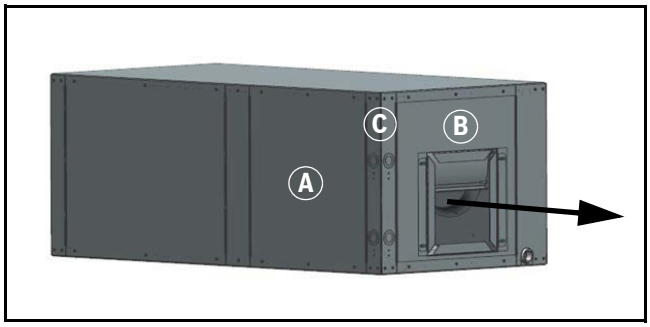
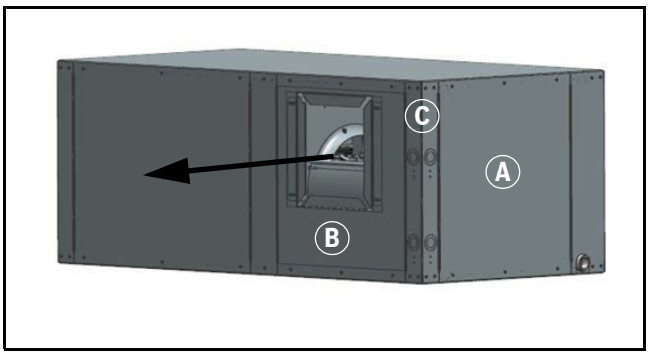
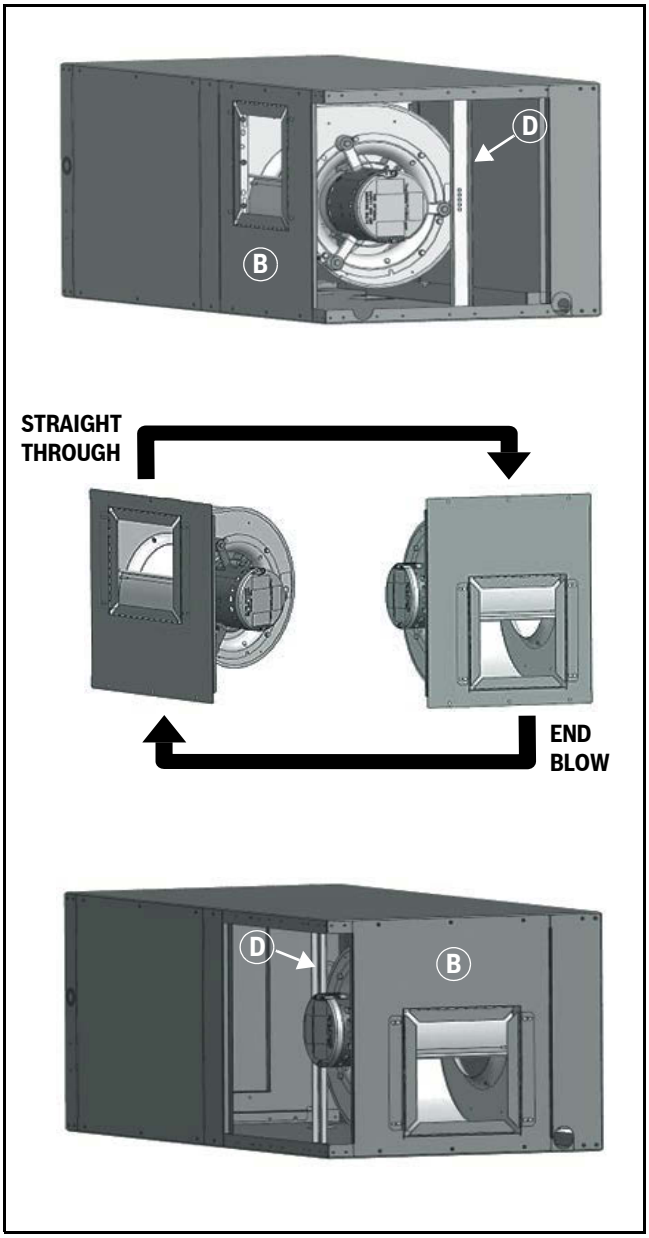

Fig. 3 End-Blow Orientation
Fig. 4 Straight-Through Orientation
Fig. 5 Blower Configuration
To convert the supply air direction, follow the steps below: (➔See Fig. 3, Fig. 4, and Fig. 5.)
3. Locate Blower Panel (B). Remove the three screws from top and the three screws from bottom of the panel. Leave the blower panel in place on the base pan.
4. Locate Access Panel Corner Post (C). Remove the four screws from top and the four screws from the bottom. Remove the corner post and set it aside.
5. Locate Blower Support Bracket (D). Remove the one screw and set it aside.
6. Move Blower Panel (B) with blower to desired location, rotating it 180°. (➔See Fig. 5.) The motor power and control harness can be unplugged to facilitate blower relocation.
7. Reinstall Access Panel Corner Post (C) using the eight screws previously removed.
8. Fasten Blower Panel (B) using the six screws previously removed.
9. Reinstall and fasten Blower Support Bracket (D) using the one screw previously removed.
11. Reinstall and fasten Motor Access Panel (A) using the six screws previously removed.
HZ units must be installed pitched 1/4" towards the condensate drain connection in both directions to facilitate condensate removal. (See Fig. 5.)